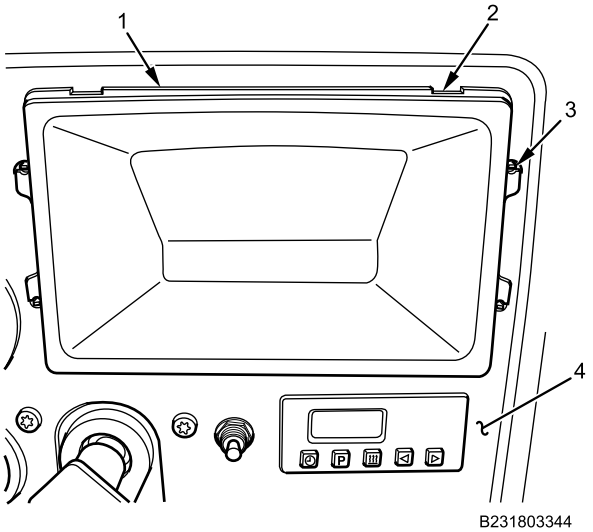

Figure 1. IP Storage Bin Removal.
1. Squeeze storage bin retainers (Figure 1, Item 3) and pull storage bin (Figure 1, Item 1) from IP center trim panel (Figure 1, Item 4).